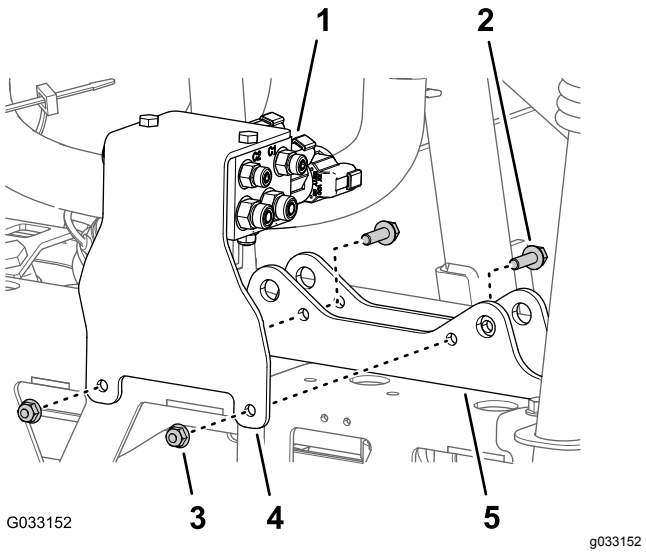

**Figur 67**
3. Afmonter de 2 flangelåsemøtrikker (5/16 tomme) og 2 flangehovedbolte (5/16 x 1 tomme), der fastgør støttebeslaget for bomløftemanifolden til cylinderbeslaget, og fjern manifolden og beslaget fra maskinen (Figur 67).